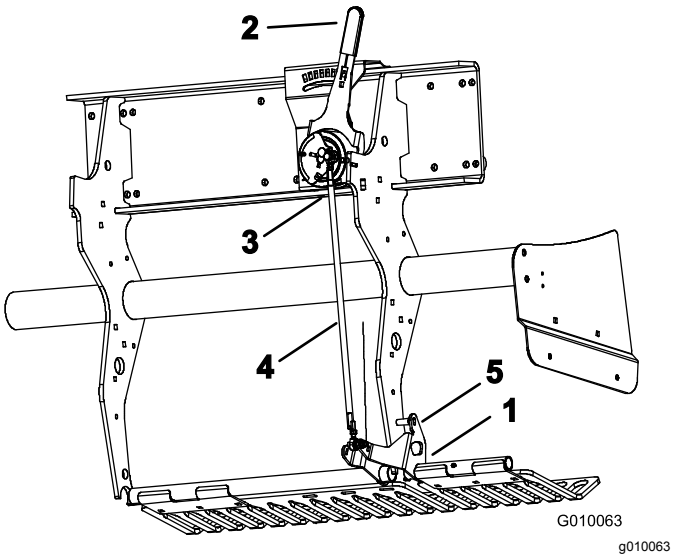

Figur 59
2. Drej det venstre plæneafskærmningsmonteringsbeslag (Figur 59) op, indtil der kan sættes en låsestift (5/16 borestang eller bolt) ind mellem beslaget og det dybdeindstillingsrør, der er svejset fast på rammen.
3. Flyt håndtaget til indstilling af tinedybden (Figur 59) til H-positionen (dybeste).
4. Afbryd den udvendige kuglekontakt (Figur 59) fra ledningsnettet (hoved lavt-kontakt).
5. Løsn kontramøtrikkerne (venstre og højre) på dybdejusteringsforbindelsesstangen (Figur 59).